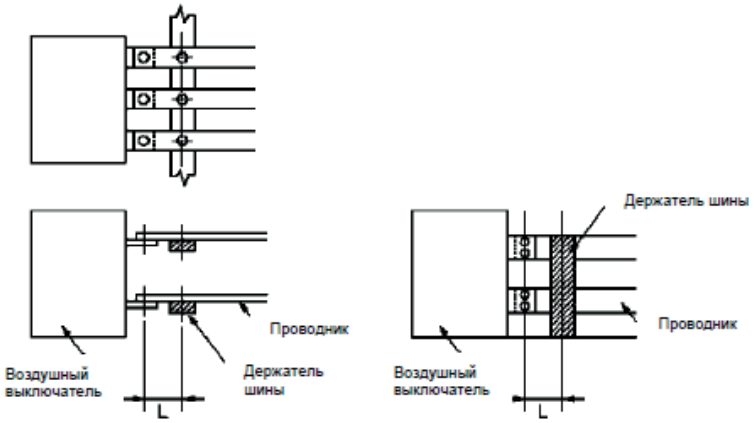

Рис. 8. Монтаж держателя шины
- Следует использовать держатель шины для того, чтобы надежно удержать токоведущие шины на расстоянии L, как показано на рис. 8 и в табл. 2. Подобный держатель шины поможет предотвратить деформирование или повреждение токоведущих шин и клемм силовой цепи вследствие больших электромагнитных усилий, создаваемых любым током короткого замыкания.